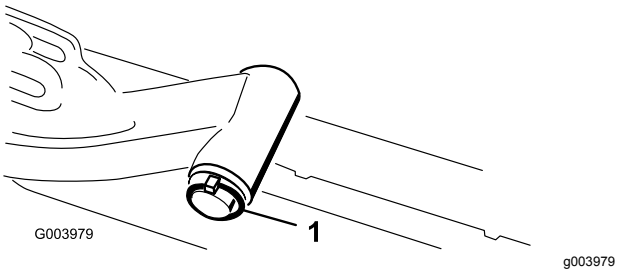

Рисунок 12
A. Снимите шплинт и шайбу, которые крепят ось поворота подъемного рычага к подъемному рычагу, и снимите ось поворота с подъемного рычага (Рисунок 12).
C. Вставьте ось поворота подъемного рычага в подъемный рычаг и зафиксируйте шайбой и шплинтом (Рисунок 12).